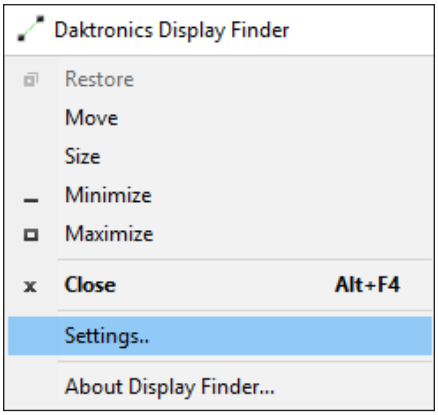

Figure 4: *Display Finder Settings*
2. Click **Settings**. Refer to **Figure 4**.